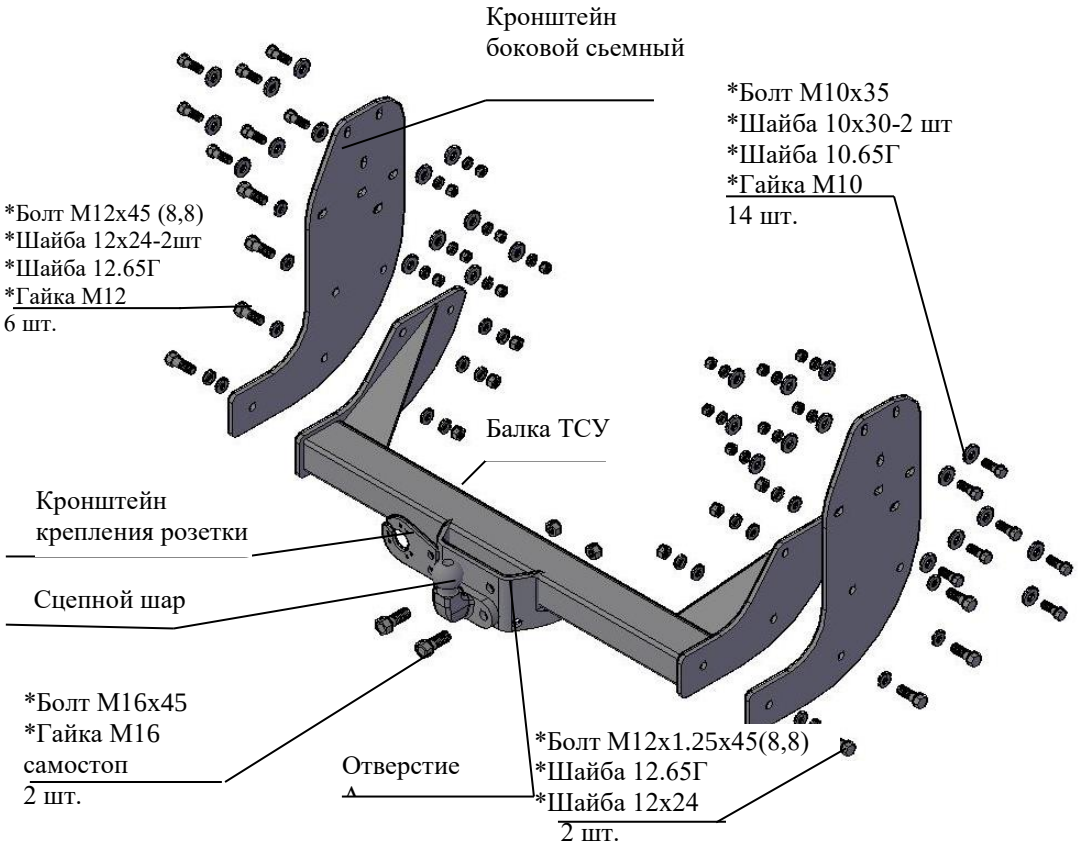

Рис.1 Тягово-сцепное устройство 2122. .
2.1 ТСУ 2122.К2 в сборе (рис.1)	1 шт.
2.2 Пакет с комплектующими (см. рис.1) + защитный колпак	1 шт.